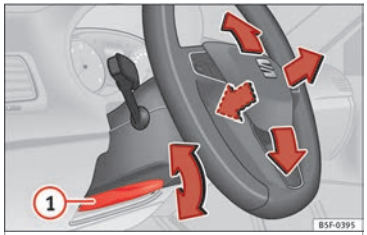

Fig. 19 Lever in the lower left side of the steering column.
• Adjusting the position of the steering wheel: Pull the ››› Fig. 19 (1) lever down, move the steering wheel to the desired position and lift the lever back up until it locks.